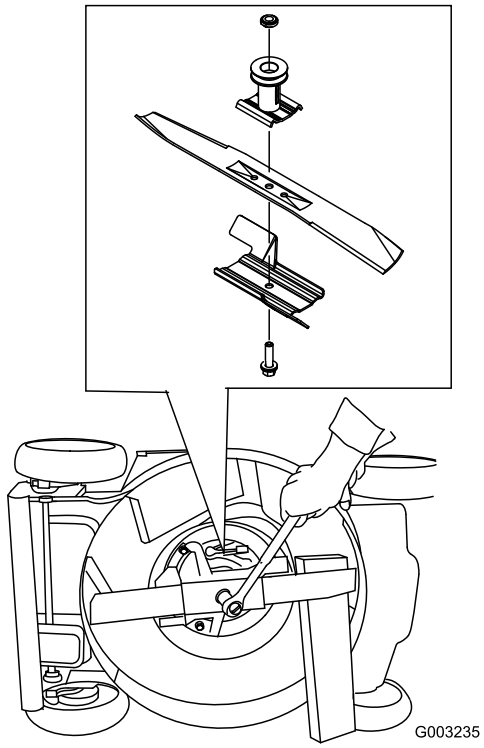

Figur 42
3. Brug en træklods til at holde kniven fast (Figur 42).